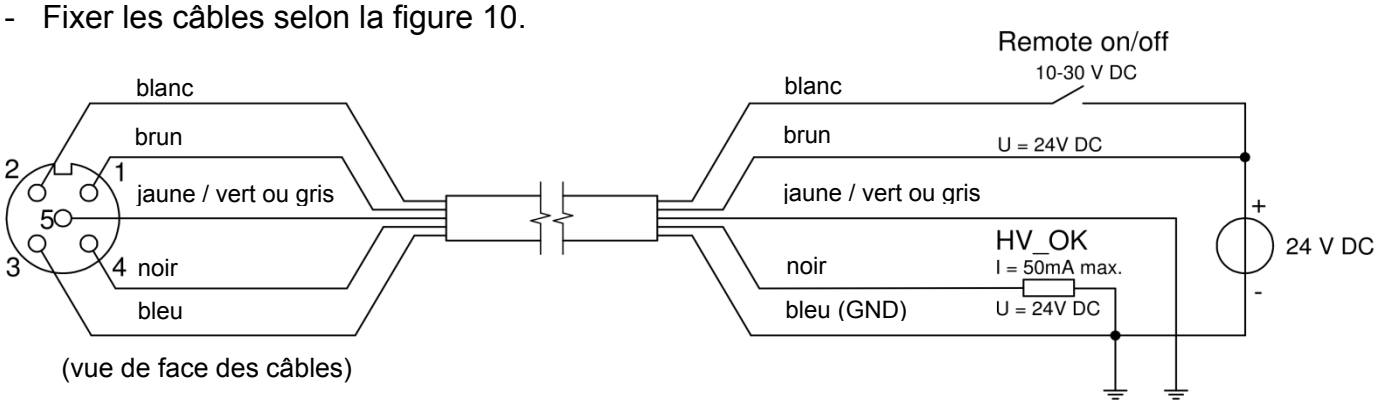

Figure 10 : Câblage de la barre
- Fixer les câbles selon la figure 10.